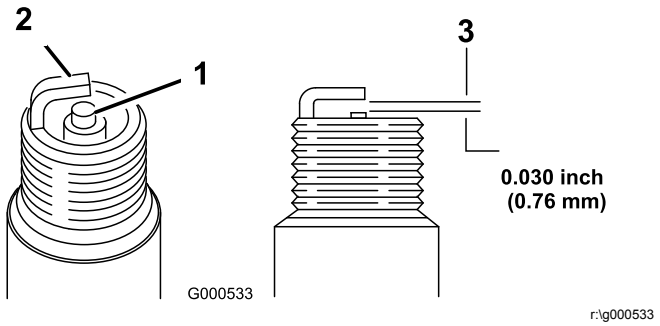

**Figure 18**
5. Set the gap on the plug to 0.76 mm (0.03 inch) as shown in Figure 18.